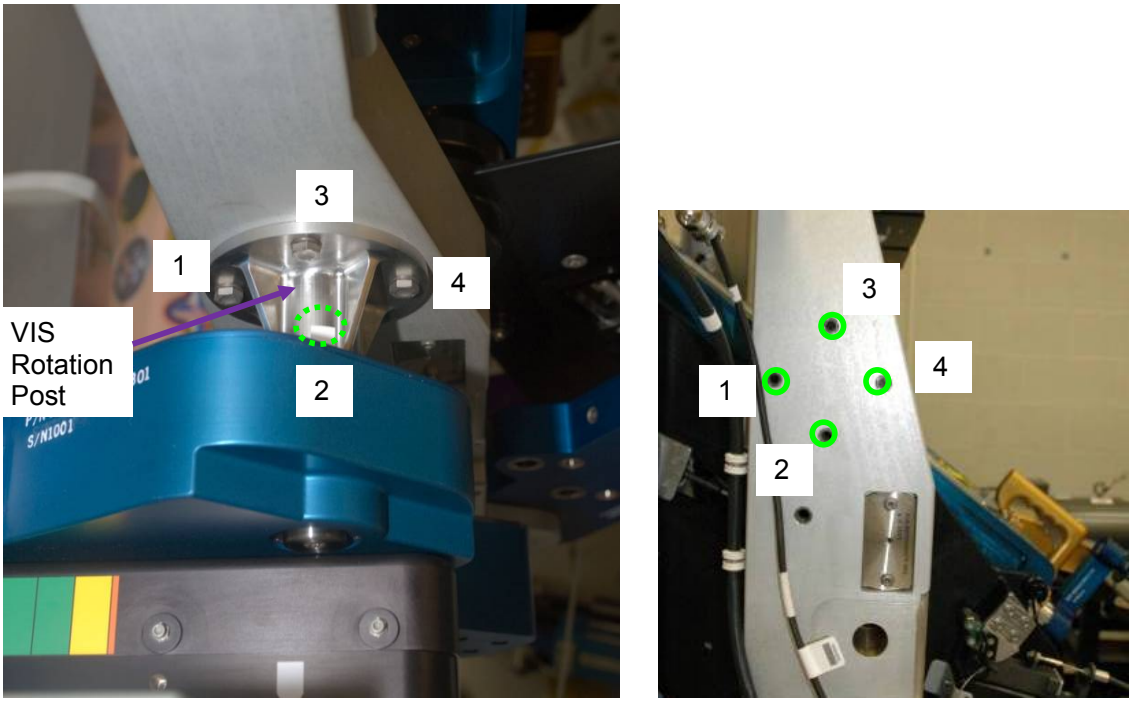

Figure 2.- VIS Rotation Post Fastener Locations
1.6. Loosen 1/2 to 1 turn VIS Rotation Post Fasteners, (eight, four per side) per Figure 2 (Ratchet 3/8" Drive; 9/16" Socket, 3/8" Drive).
Remove non-captive VIS Rotation Post Fasteners numbers 1 and 2 per Figure 2, washers (four, two per side) (Ratchet 3/8" Drive; 9/16" Socket, 3/8" Drive).
Refer to Figure 2.